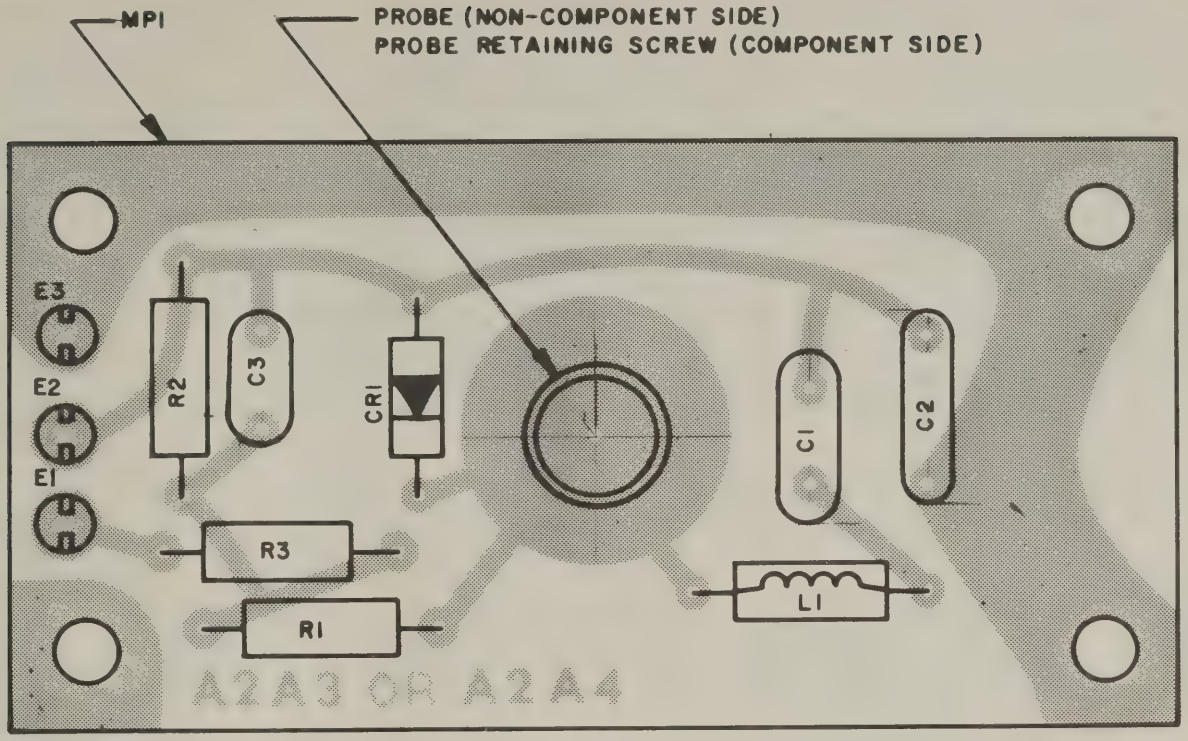

Figure 5-5. RF Detector Assembly
f. Connect the high impedance RF voltmeter probe (i.e.,do not use 50 ohm adapter) to the coupling capacitor retaining screw located in the center of the RF detector PC board (figure 5-5). Use the Input Resonator RF Detector for measurements on the input resonator and the Output Resonator RF Detector for measurements on the output resonator.